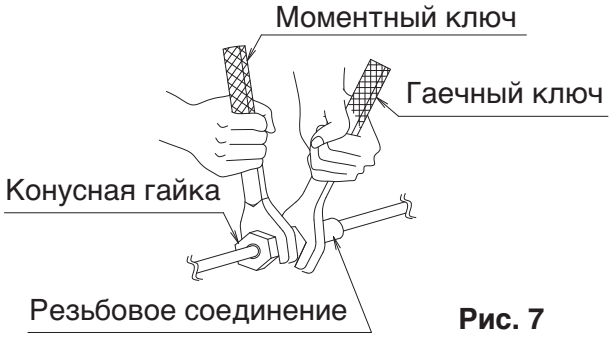

Рис. 7
- При подключении трубопроводов к кондиционеру воздуха следует использовать гаечный ключ и моментный ключ, как показано на **Рис. 7**.